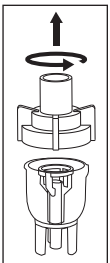

Fig. 1
3) Gire con suavidad y levante la tapa del nebulizador para abrir y separar. Fig. 1.